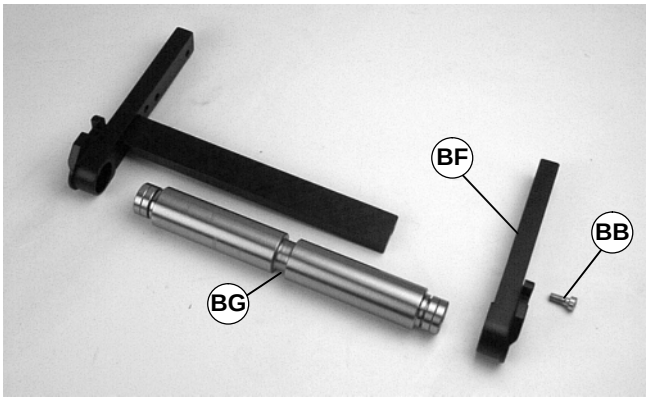

Abbildung 43
3. Die Schraube (BB in Abbildung 43) entfernen.